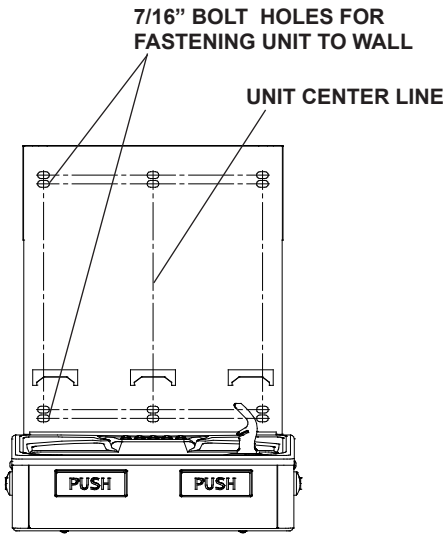

Fig. 6
2) **Remove wall mounting plate from Bottle Filler.** Place wall plate against wall on top of basin. Center the wall plate side to side with the basin. Mark the six (6) mounting holes with a pencil (See Fig. 6).
4) **Install wall mounting plate to wall** using six (6) 7/16” obround mounting holes (mounting bolts not included) (See Fig. 6). Use appropriate fasteners for your wall type.